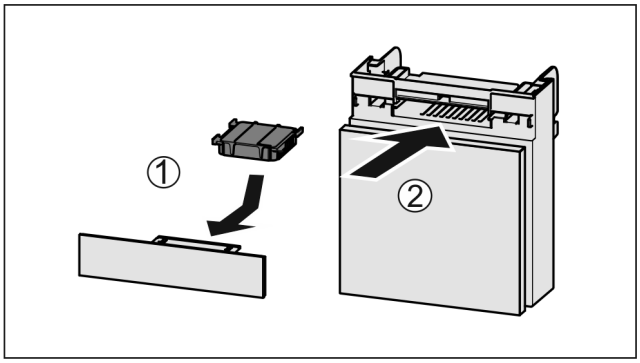

Fig. 64
▶ Insert the carbon filter as shown in the diagram *Fig. 64 (1)*.
▶ Push the compartment in *Fig. 64 (2)*.